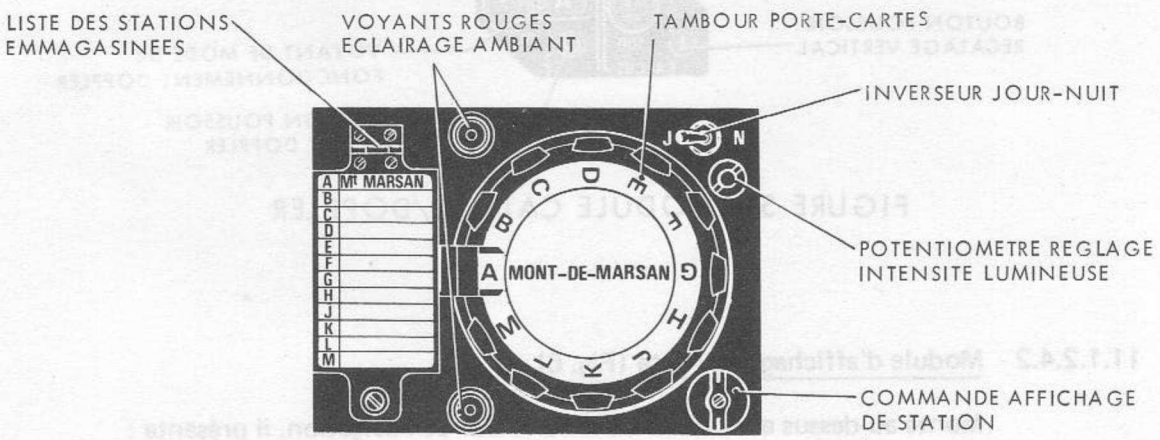

FIGURE 7 - MAGASIN SELECTEUR DE STATIONS
11.1.2.4.3 - Magasin sélecteur de stations (Fig.7)